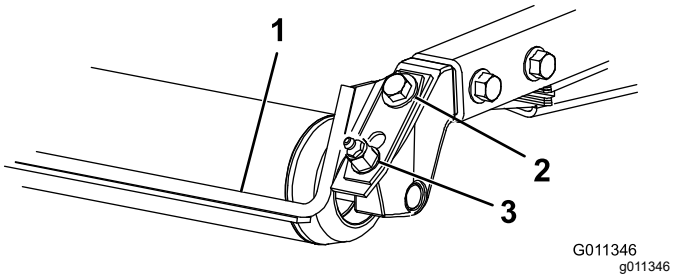

Figur 7
1. Løsn smøreniplen og monteringsskruen (Figur 7).